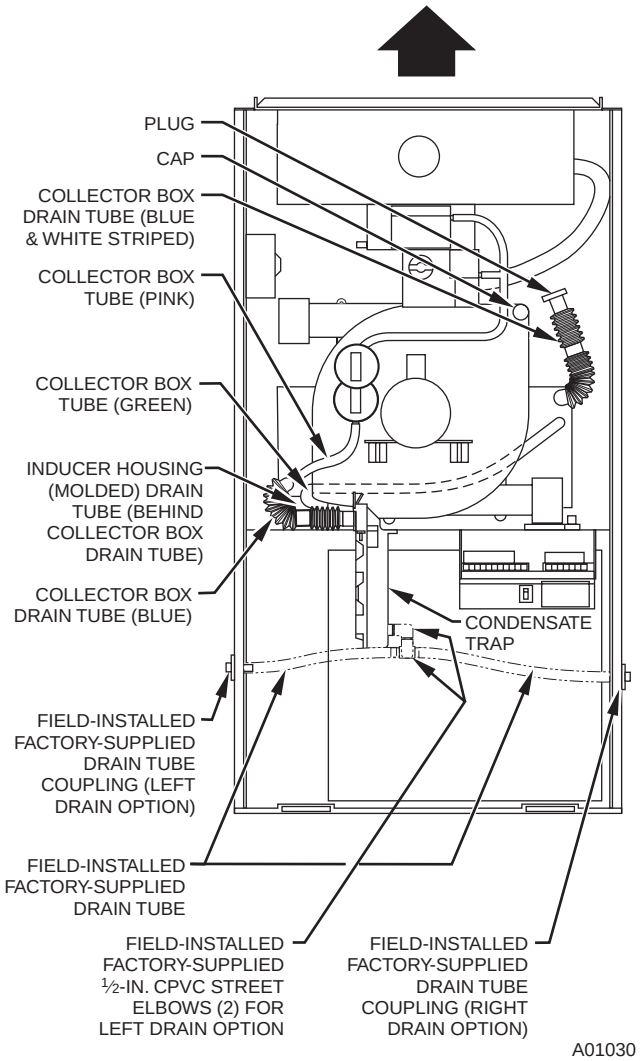

**Fig. 6—Factory-Shipped Upflow Tube Configuration (Shown with Blower Access Panel Removed)**
Some assembly and modifications are required for furnaces installed in any of the 4 applications shown in Fig. 1. All drain and pressure tubes are connected as shown in Fig. 6. See appropriate application instructions for these procedures.
**NOTE:** See Fig. 6 or tube routing label on main furnace door to confirm location of these tubes.
e. Cement 2 factory-supplied 1/2-in. street CPVC elbows to the rigid drain tube connection on the condensate trap. (See Fig. 6.) These elbows must be cemented together and cemented to condensate trap drain connection.
**NOTE:** See Fig. 6 or 7 or tube routing label on main furnace door to check for proper connections.